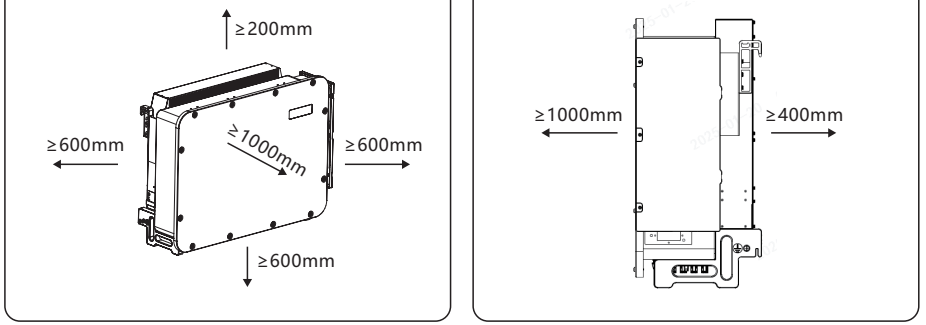

Figure 3.1 Distance required for single inverter
- When single inverter is installed, a minimum clearance shall be kept according to Figure 3.1.